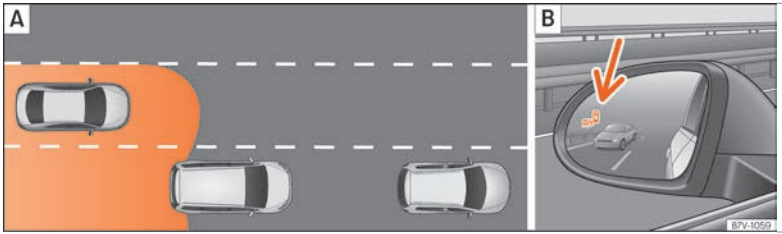

Fig. 273 Schematic diagram: A Passing situation with traffic behind the vehicle. B Indication from the blind spot detector in the left-hand external mirror.
In the following situations, an indication will be displayed in the external mirror ››› Fig. 273 **B** (arrow) or ››› Fig. 274 **B** (arrow):
- When being passed by another vehicle ››› Fig. 273 **A**.